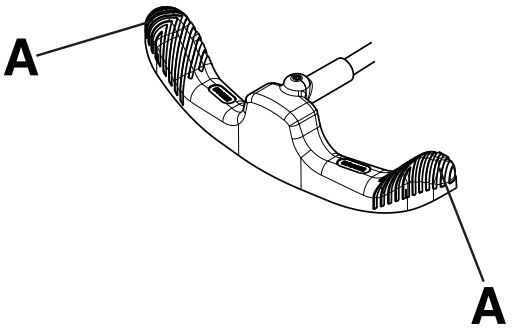

Abbildung 2 – Betrieb des Brems-/Steuerpedals
Hinweis - Nicht auf die Mitte des Brems-/Steuerpedals drücken. Immer auf die Außenseite (A) des Brems-/Steuerpedals (Abbildung 2) drücken.